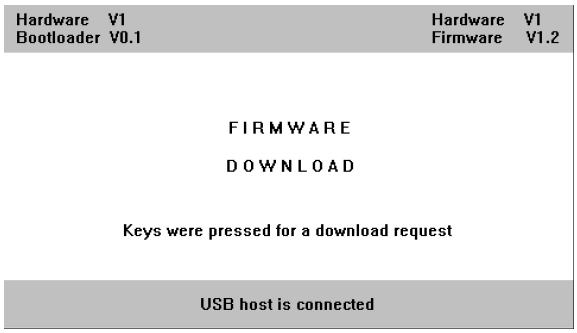

Fig. II.49 Software update (firmware update)
- **Simultaneously** press and hold the C key and the ENTER key on the ND **while switching the ND on**. The ND displays the currently installed hardware and firmware versions and is now ready for a software download (firmware download), see Fig. II.49.